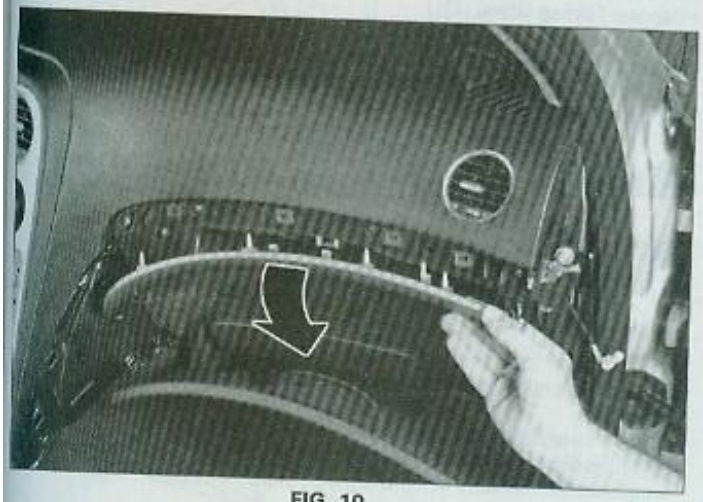

FIG. 10
• Déposer la vis de fixation (1) devenue accessible et dégrafer l'enjoliveur maintenu en 4 points **(Fig.10)**.